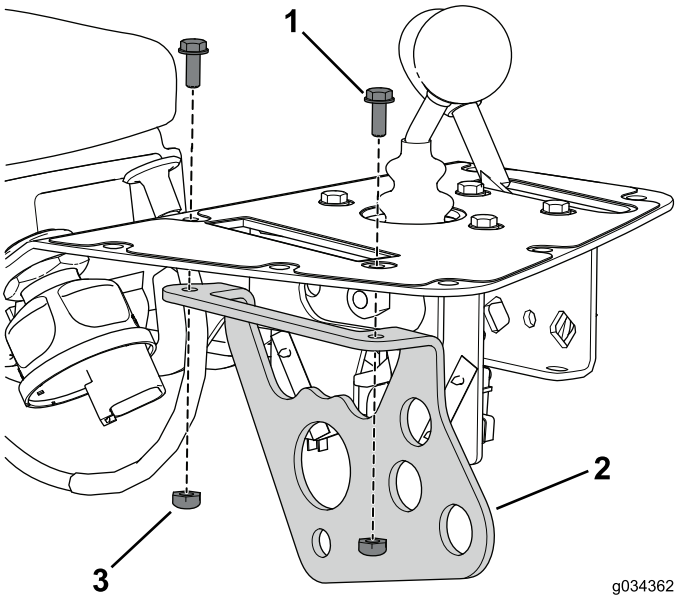

図 9
8. 機能コントロールブラケットをコンソールアセンブリに固定しているボルトとナットを外して捨てる図 9。